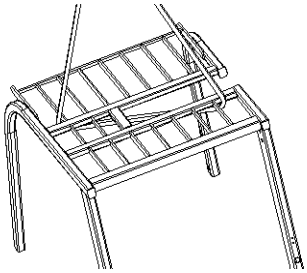

Figure 2-61
(2) Lifting description of the overhead guard as shown in Figure 2-61